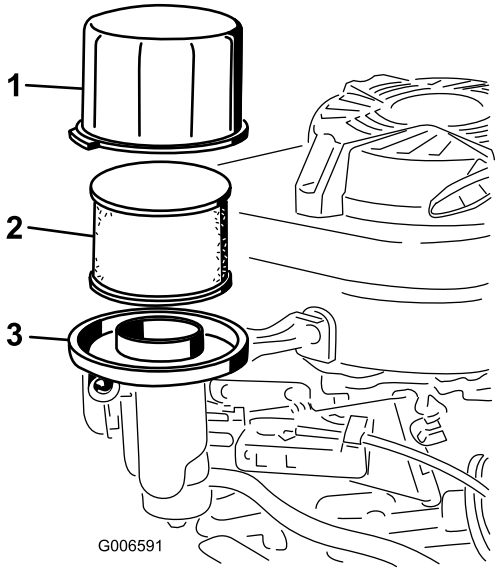

Figura 22
3. Togliete il coperchio e pulitelo accuratamente (Figura 22).
4. Rimuovete il prefiltro in schiuma sintetica e il filtro di carta (Figura 22).
5. Rimuovete il prefiltro in schiuma sintetica dal filtro di carta (Figura 22) e sostituite quest'ultimo se è eccessivamente sporco.
6. Inclinate la macchina con il filtro dell'aria rivolto verso l'alto per fare defluire l'olio nella bacinella di spurgo (Figura 22).